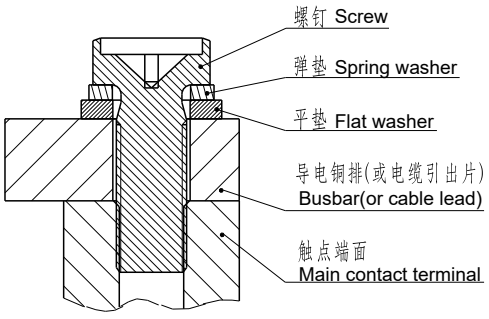

图1(Fig1)
10.当产品使用1个及多个导电铜排连接时，请确保导电铜排与触点端面紧密贴合（多个铜排需确保大电流的导电铜排最贴近触点端面，小电流的导电铜排其次），然后是平垫圈、弹簧垫圈、螺钉。不正确的连接顺序可能造成严重过热，参考下图1：
When the product is connected with one or more conductive copper bars, please ensure that the conductive busbars closely fit the contact terminal surface (The conductive copper bars with high current must be closet to the contact terminal surface if there are multiple copper bars and then conductive busbars with low current), followed by flat washers, spring washers and screws.Incorrect connection sequence perhaps give rise to severe overheatng. Refer to Figure 1 as follows: